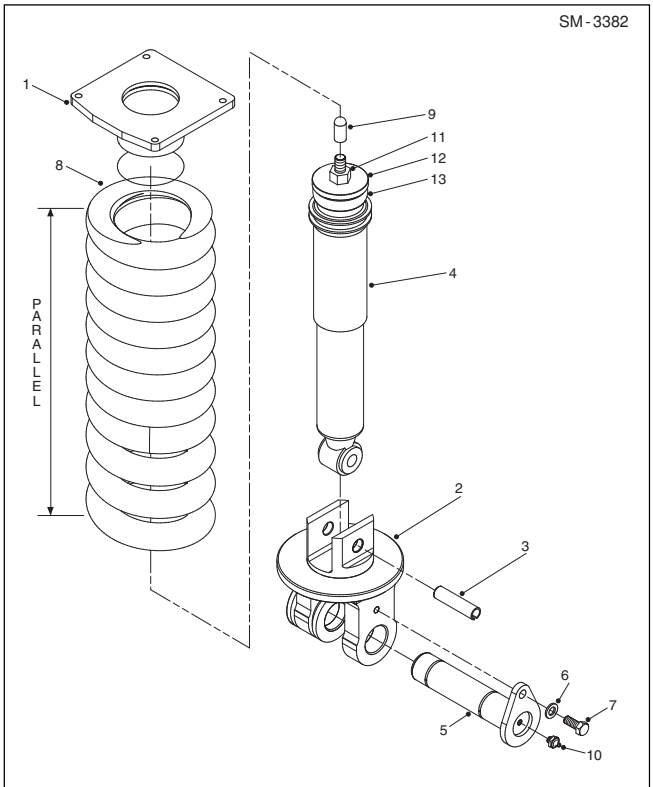

Fig. 11 Suspension Damper Assembly .
49. Remove lower spring pin (5, Fig 11) from spring assemblies and remove half caps from lower spring mount (2, Fig. 11).